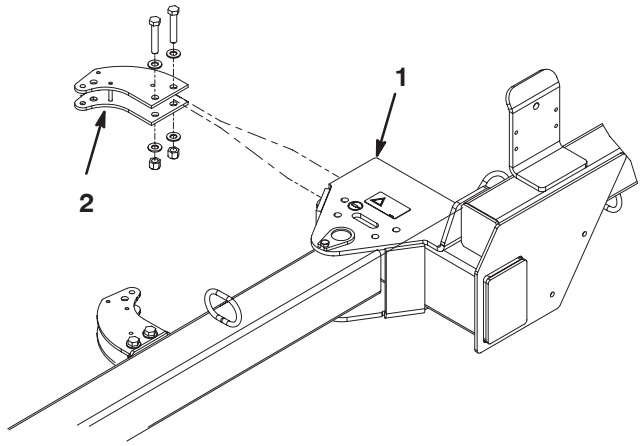

Figura 3
1. Montate la linguetta posteriore dell'attuatore nel telaio della spazzatrice usando due viti a testa cilindrica da 1/2–13 x 2–3/4 poll. di lunghezza, quattro rondelle piane da 0,531 x 0,063 poll. ed un dado di bloccaggio da 1/2–13. Collocate i componenti come illustrato nella Figura 3.